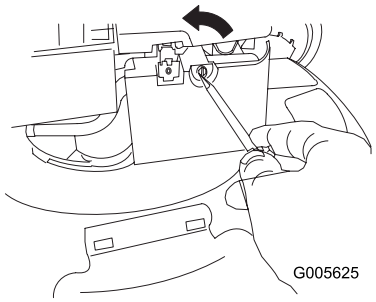

Figur 29
1. Brug en skruetrækker til at åbne luftfilterdækslet (Figur 29).